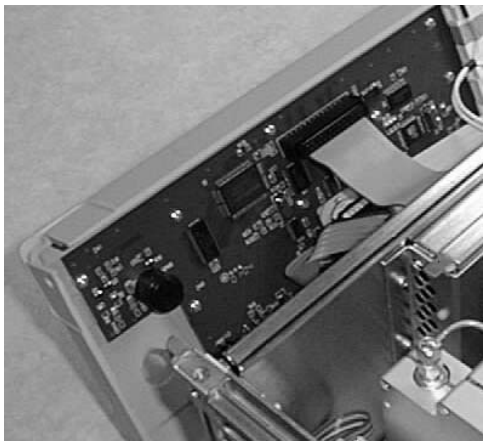
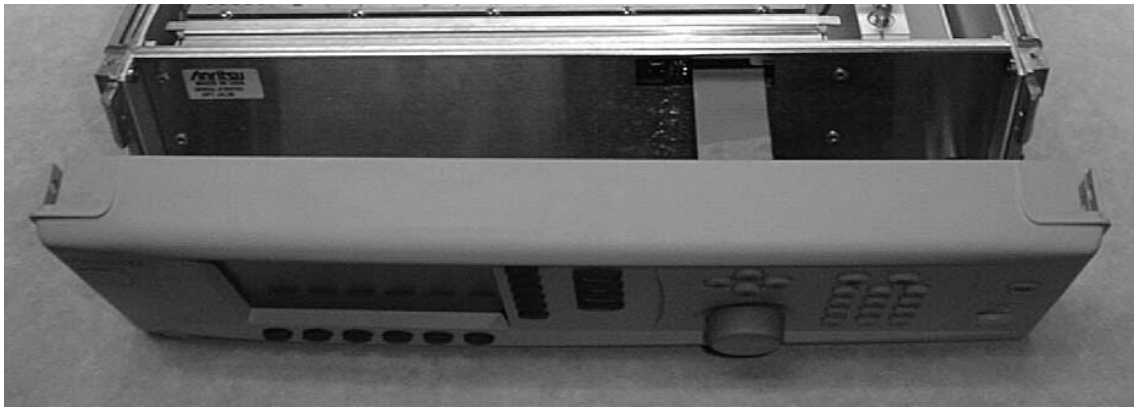

Figure 7-3. Front Panel Ribbon Connector Detail
Figure 7-4. Front Panel Removal
This paragraph provides instructions for removing and replacing the front panel assembly of the MG369xC. The front panel assembly contains the A1 front panel PCB. Refer to Figure 7-3 and Figure 7-4 during this procedure.
2. Carefully pull the front panel away from the chassis to gain access to the front panel ribbon cable that connects the front panel PCB assembly to the microprocessor PCB assembly. See Figure 7-4.
3. Disconnect the front panel ribbon cable from the connector on the front panel PCB assembly. See Figure 7-3.